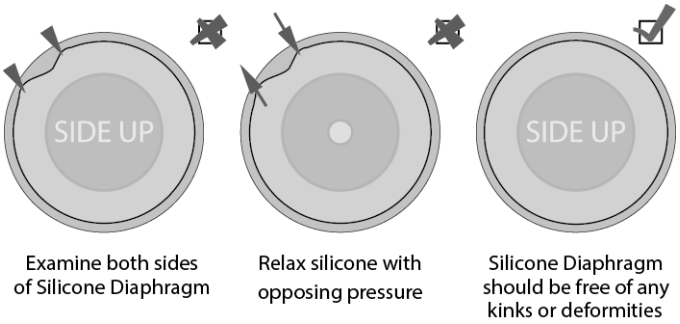

**Figure D-2 Examining the Patient Circuit's Silicone Diaphragm**
2. Examine the silicon diaphragm for kinks, cuts, holes, or inconsistencies in the material. See Figure D-2.